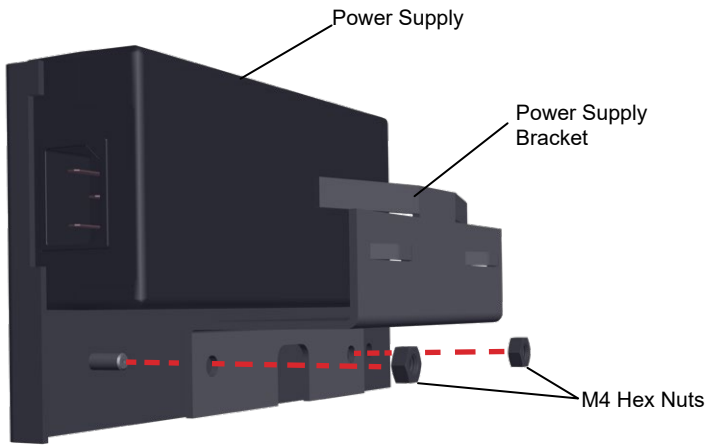

Figure 22. Reinstall bracket and power supply on long rack ear
3. Attach the power supply bracket to the longer (R) rack ear with 2 M4 hex nuts and insert the power supply with power cord outlet located to the back (Figure 22).